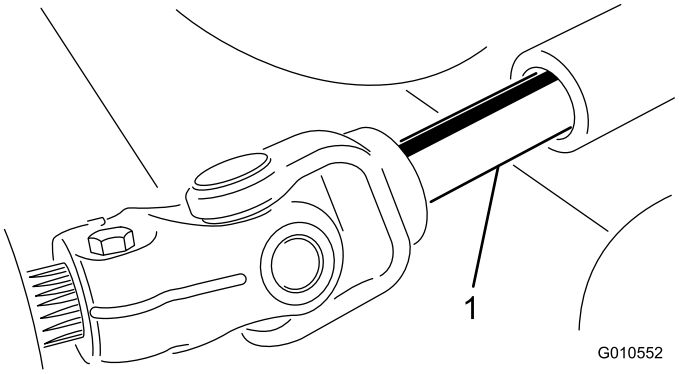

Figure 3
5. Stop the engine and slide the cutting unit away from the traction unit, separating the male and female sections of PTO shaft (Figure 3).